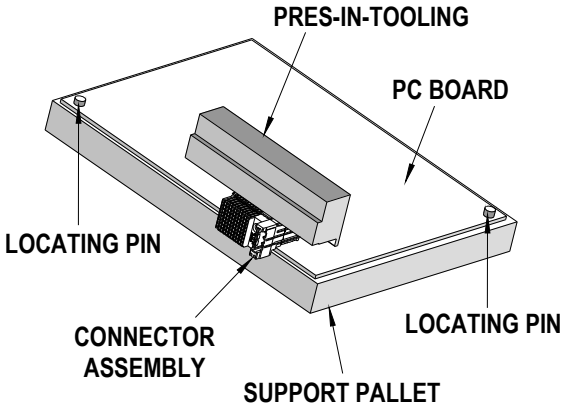

**Figure 2-9**
4. Position the insertion tooling on the connector assembly. See Figure 2-9.